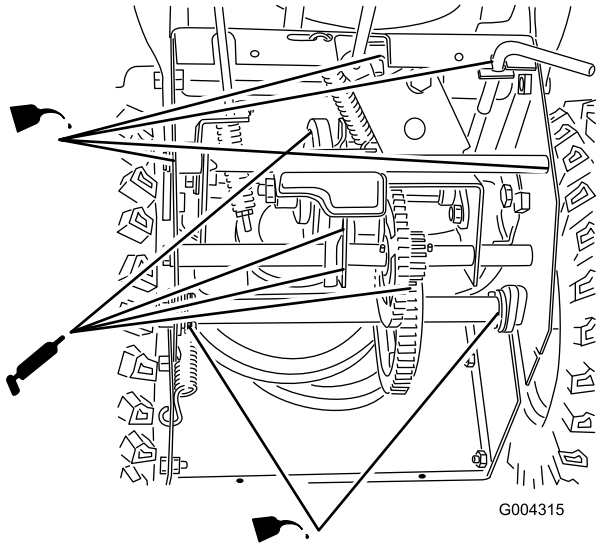

Bild 28
4. Schmieren Sie die Schneefräse leicht mit dünnflüssigem Öl, siehe Bild 28.
6. Schmieren Sie die Schneefräse, siehe Bild 28.